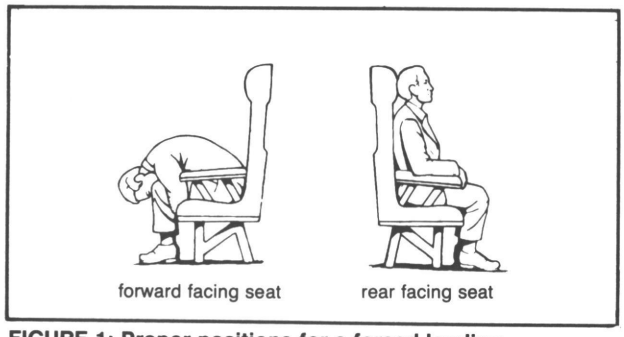

FIGURE 1: Proper positions for a forced landing.
1. After an emergency landing becomes imminent, the following must be accomplished (figure 1) to increase chances for survival: